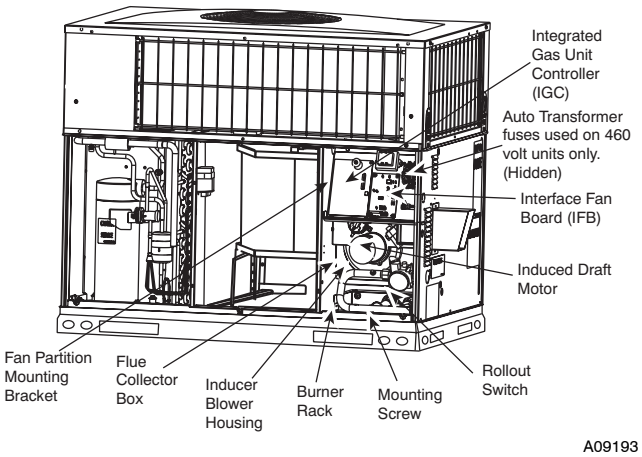

Fig. 22 - Blower Housing and Flue Collector Box
2. Remove the 11 screws holding the flue collector box cover (See Fig. 22) to the heat exchanger assembly. Inspect the heat exchangers.
Unit is equipped with a direct spark ignition 100 percent lockout system. Ignition module (IGC) is located in the control box (See Fig. 22). Module contains a self-diagnostic LED. During servicing, refer to label diagram or Table 6 in these instructions for LED interpretation.
5. Remove fan partition mounting bracket (2 screws located on the left side of control compartment on the fan partition panel). Slide bracket forward, bottom first, to remove. (See Fig. 22.)
7. Remove the mounting screw that attaches the burner rack to the unit base (See Fig. 22).
8. Partially slide the burner rack out of the unit (see Fig. 22 and 25). Remove ignitor and sensor wires at the burner assembly. Remove wires to rollout switch.
9. Slide the burner rack out of the unit (See Fig. 22 and 25).